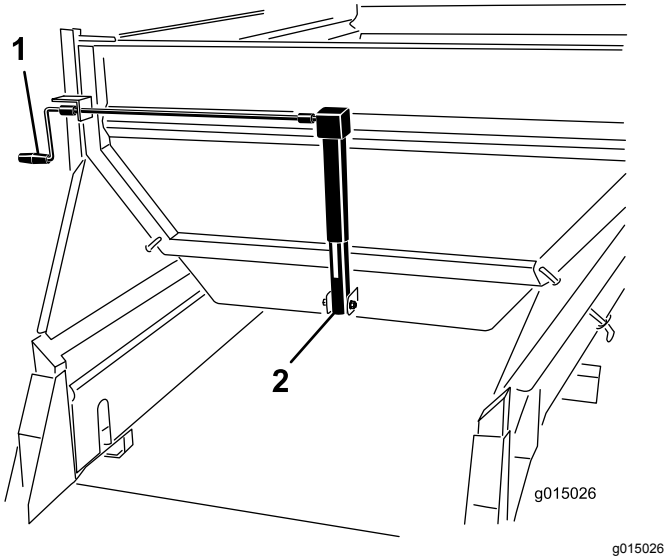

Figur 45
Roter sveiven for å justere lemmen (Figur 45) helt til pilen står midt på det området med ønsket farge (gult i dette eksemplet).
1. Roter sveiven for å justere lemmen (Figur 45) helt til pilen står midt på det området med ønsket farge (gult i dette eksemplet).